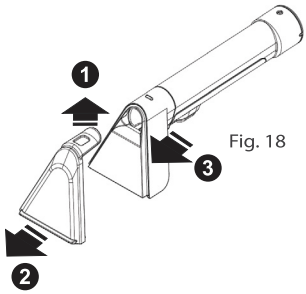

Fig. 18
1. Pull the locking clip gently to remove the cleaning tool cover(fig.18).
2. Pull the nozzle(3) to remove it from the cleaning tool handle for cleaning or to swap with other attachments (Fig. 18).